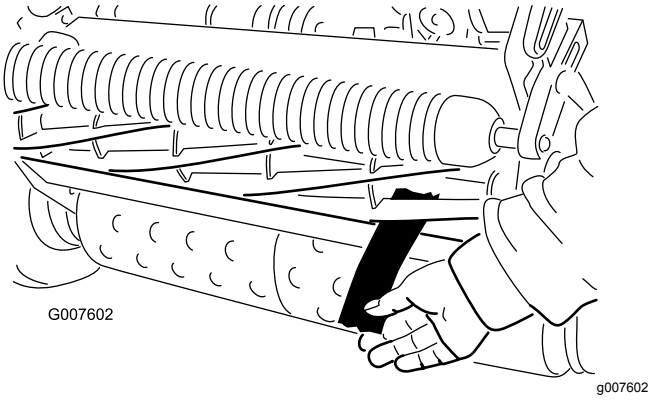

Rysunek 53
12. Przetestuj efektywność cięcia poprzez wsunięcie długiego paska papieru do testu cięcia między wirnik a nóż dolny, prostopadle do noża dolnego (Rysunek 53). Powoli obracaj bęben do przodu - powinien on przeciąć papier.